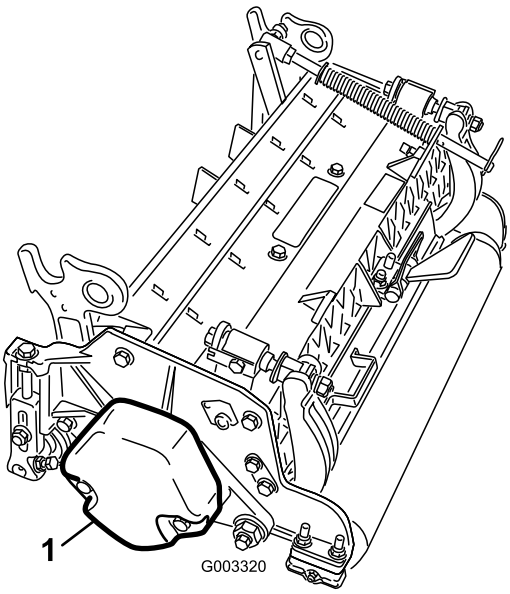

Figur 4
4. Kontrollera att motvikten (Figur 4) har monterats på rätt sida av klippenheten i enlighet med anvisningarna i *bruksanvisningen* till klippenheterna.